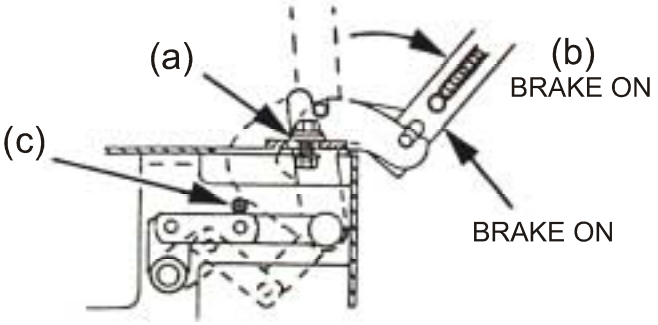

FIGURE 8
d) Check linkage to ensure that they butt up against the over-centering stop bolt (c), and retighten the two 5/16-18 screws (See Figure 8).
c) Check the compression spring length and adjust to 3 1/32” as required (See Figure 8).